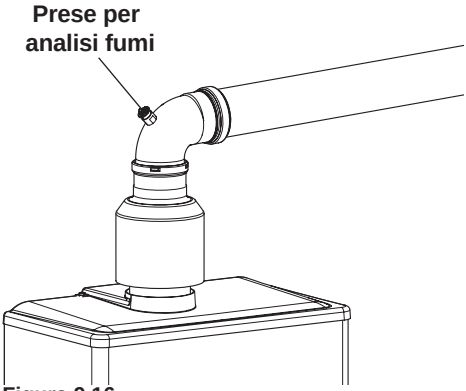

Figura 9.16
- Collegare un analizzatore fumi alle prese di analisi fumi poste sugli scarichi fumi della caldaia Figura 9.16.
- Verificare la combustione della caldaia utilizzando le prese posizionate sui tubi fumo (Figura 9.16) e confrontare i dati misurati con i seguenti.